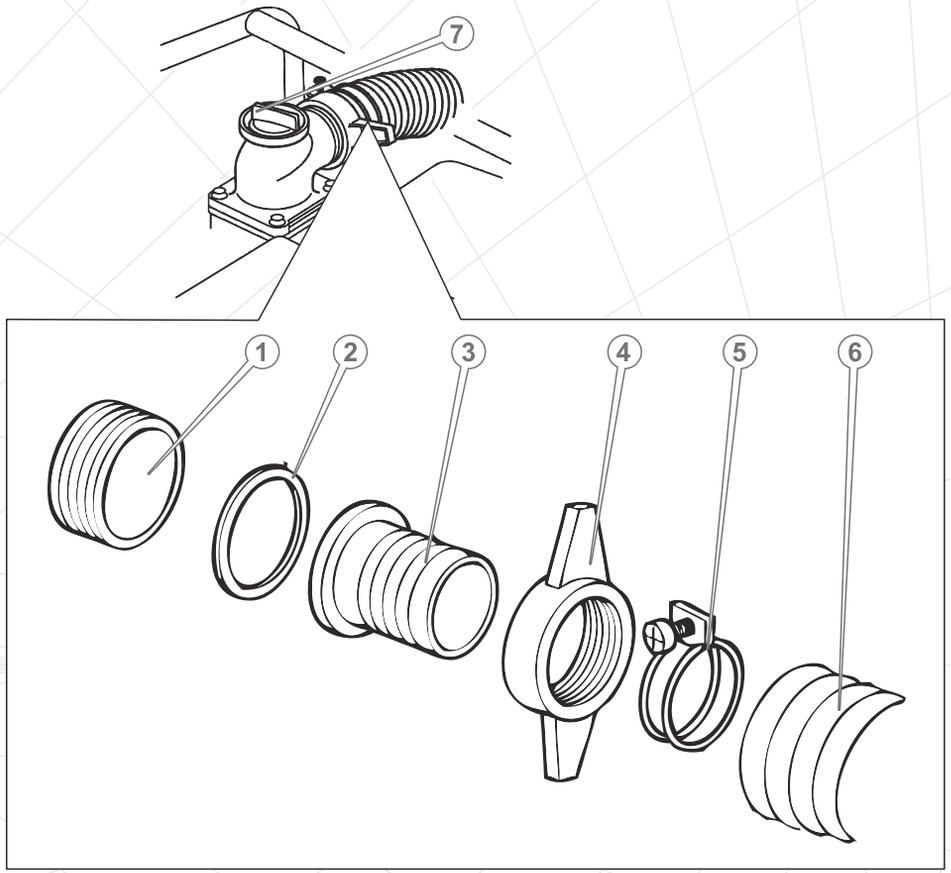

Рисунок 7
2. Открутите крышку горловины для заливки воды в насос (7) (см. рисунок 7).